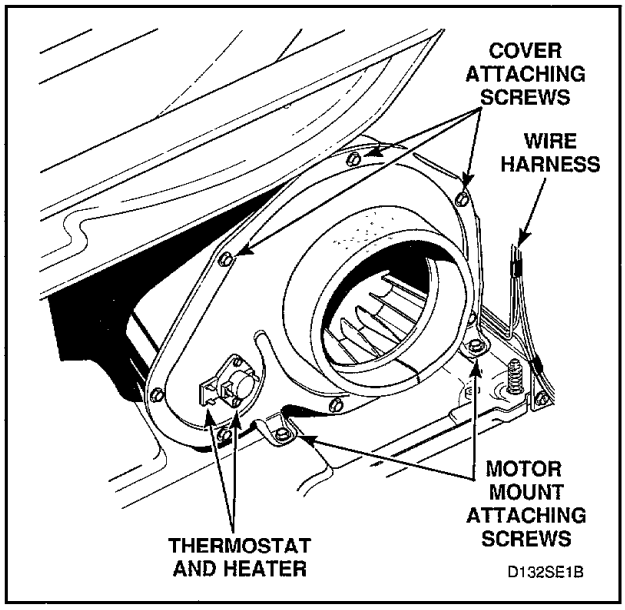
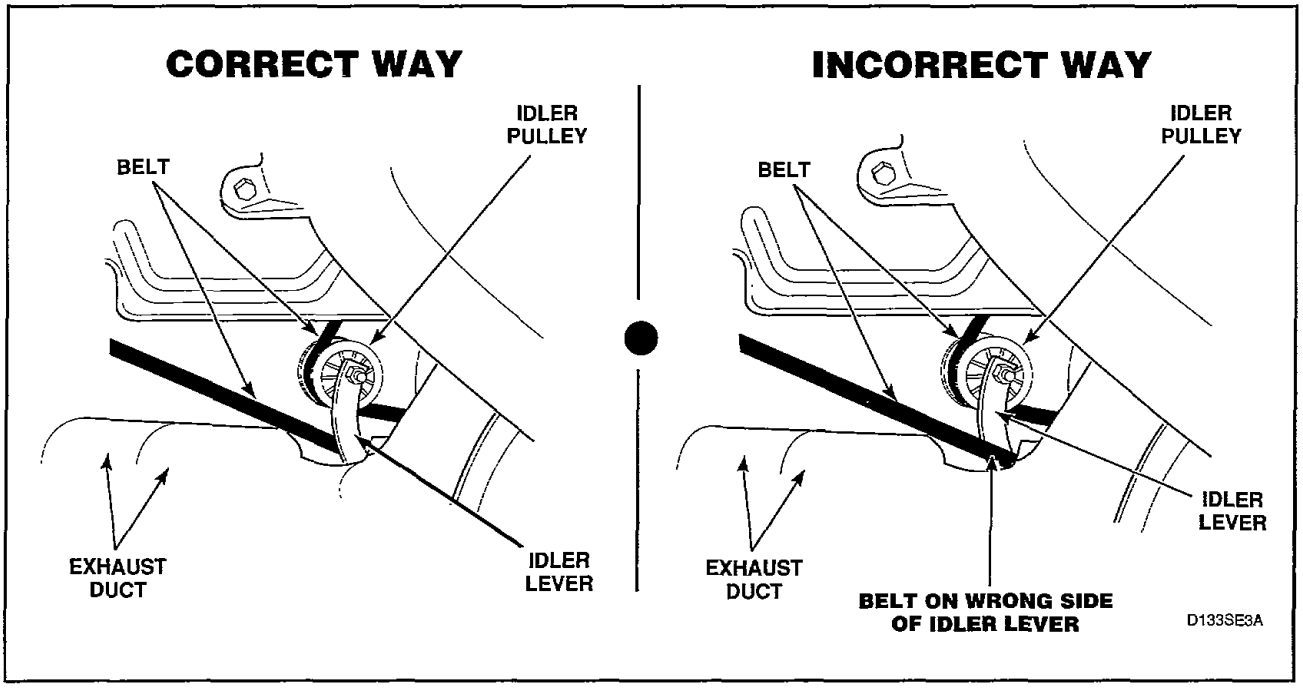
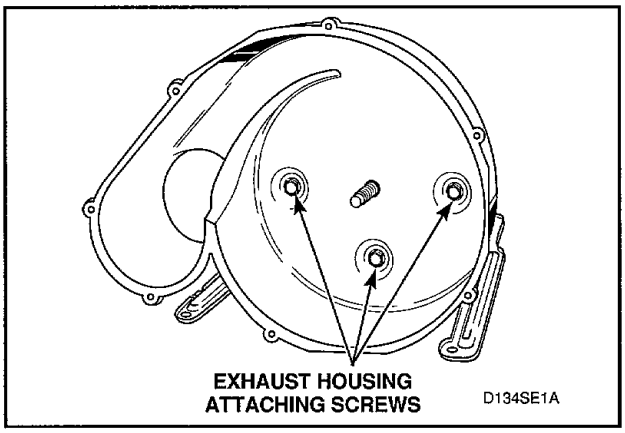
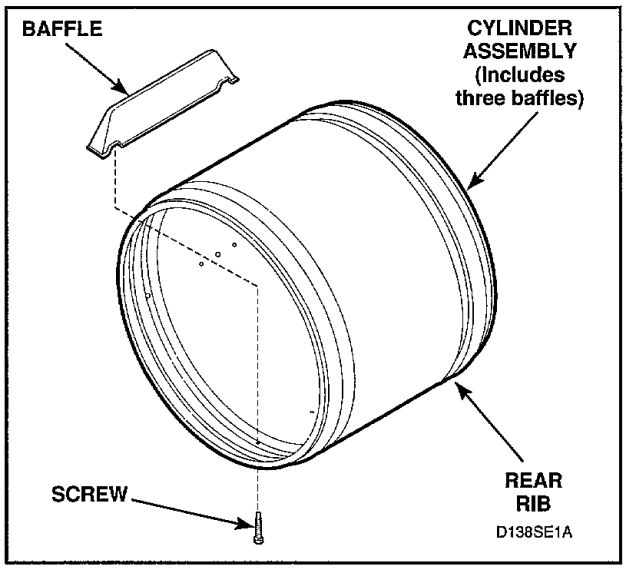

Figure 32
Figure 33
Figure 35
Figure 40
e. Disconnect wires from thermostat and heater, *Figure 32.*
f. Remove cylinder belt from idler and motor pulleys, *Figure 33.*
NOTE: When installing belt, make sure belt is properly installed on motor and idler pulleys, and is on the correct side of the idler lever, *Figure 33.* Belt must be positioned around cylinder approximately three inches ahead of the rear rib on cylinder, *Figure 40,* with the ribbed surface of the belt against the cylinder. After installing belt, manually rotate cylinder counterclockwise to check that belt is properly aligned.
IMPORTANT: When reinstalling motor and exhaust assembly, be sure wire harness on right side is clipped to motor mounting bracket and is routed along dryer base (between motor mounting bracket and right side of cabinet), *Figure 32.* Tab on rear of motor mounting bracket must be slid into slot in dryer base. Make sure the belt has been installed on the correct side of the idler lever, *Figure 33.*
(1) Remove screws holding cover to housing, *Figure 32.*
(2) Hold motor pulley securely and unthread impeller from motor shaft (right hand thread). Use a 7/8 inch, 6 point socket to aid in the removal of the impeller.
(3) Remove three screws holding the exhaust housing to the motor mounting bracket, *Figure 35.*
e. Disengage belt from motor and idler pulleys, *Figure 33.*
NOTE: When installing belt, make sure belt is properly installed on motor and idler pulleys, and is on the correct side of the idler lever, *Figure 33.* Belt must be positioned around cylinder approximately three inches ahead of the rear rib on cylinder, *Figure 40,* with the ribbed surface of the belt against cylinder. After installing belt, manually rotate cylinder counterclockwise to check that belt is properly aligned.
Remove screws holding baffles to cylinder, *Figure 40.*
NOTE: When installing belt, make sure belt is properly installed on motor and idler pulleys, and is on the correct side of the idler lever, *Figure 33.* Belt must be positioned around cylinder approximatley three inches ahead of the rear rib on cylinder, *Figure 40,* with the ribbed surface of the belt against cylinder. After installing belt, manually rotate cylinder counterclockwise to check that belt is properly aligned.
NOTE: When installing belt, make sure belt is properly installed on motor and idler pulleys, and is on the correct side of the idler lever, *Figure 33.* Belt must be positioned around cylinder approximately three inches ahead of rear rib on cylinder, *Figure 40,* with the ribbed surface of the belt against cylinder. After installing belt, manually rotate cylinder counterclockwise to check that belt is properly aligned.